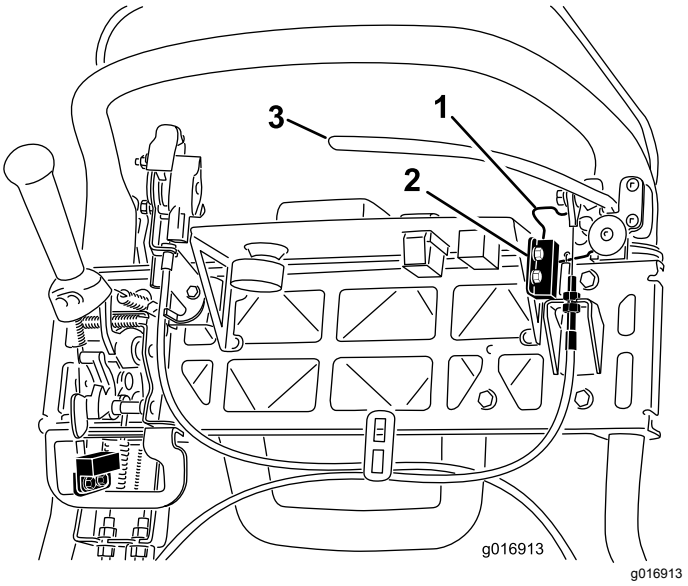

Figuur 45
4. Zet het bevestigingsmateriaal van de interlockschakelaars los en verwijder het (Figuur 45).
5. Plaats een afstandsring met een dikte van 1,6 mm tussen de vergrendeling van de parkeerrem en de interlockschakelaar (Figuur 45).
4. Om de kabelspanning te verhogen zet u de bovenste kabelborgmoer los en draait u de onderste kabelborgmoer vast (Figuur 45) tot een kracht van 156 N moet worden uitgeoefend op de remhendel om de grendel van de parkeerrem vrij te zetten.